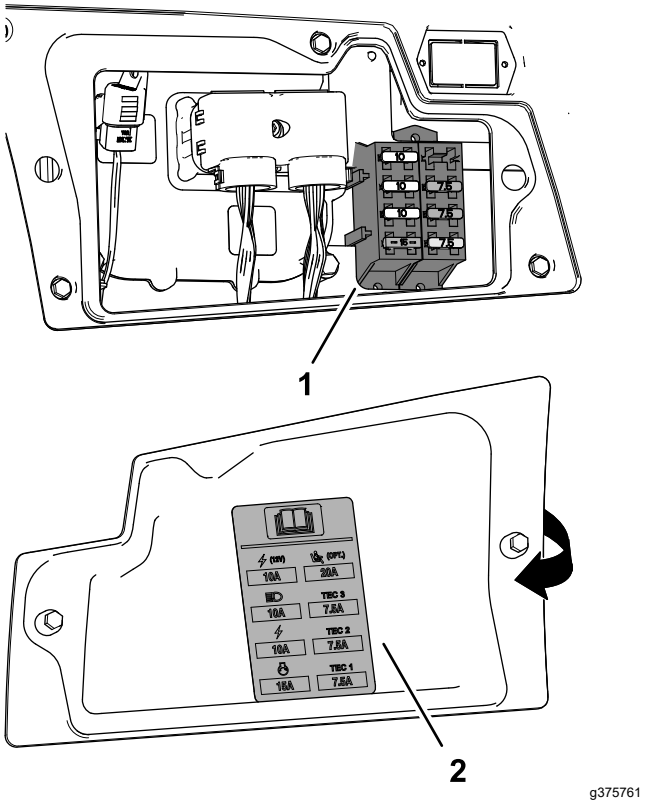

Figuur 99
3. Vervang de gesprongen zekering (Figuur 99) door een zekering van dezelfde soort en met dezelfde stroomsterkte.